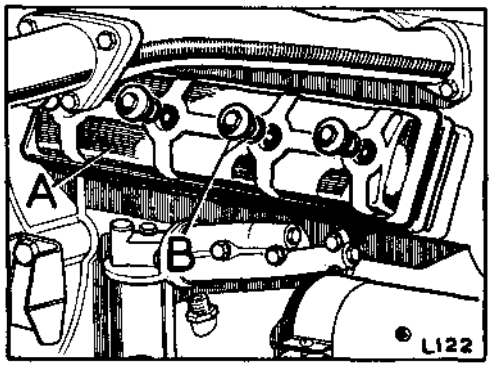

**Fig. A3-108. Side rocker cover details**
9. Refit the rocker side cover. Fig A3-108 refers.